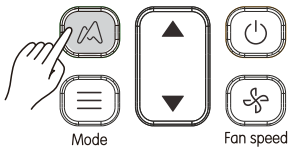

Figure 3.15
1) Press (see Figure 3.15) to send the Midea ETA function signal to the indoor unit. The icon is displayed;